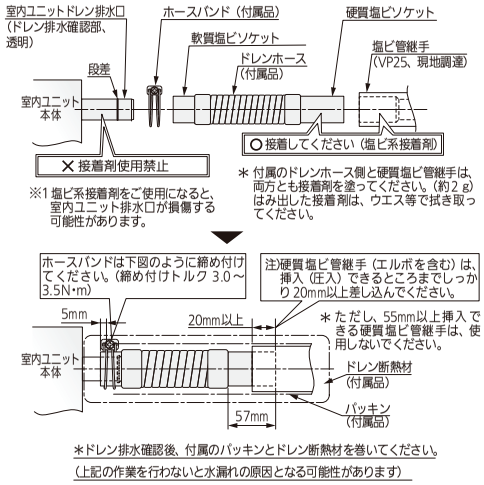

図 13
- 図 13 のようにドレン排水口の段差までドレンホースを挿入し、ホースバンドを段差から 5mm はなしたところに、しっかりと締め付けてください。（締め付けトルクは 3.0 ～ 3.5 N・m）
このとき、パッキンの合わせ目が上を向くようにしてください。その上に付属のドレン断熱材を巻いてください。（13 ページ、図 13）